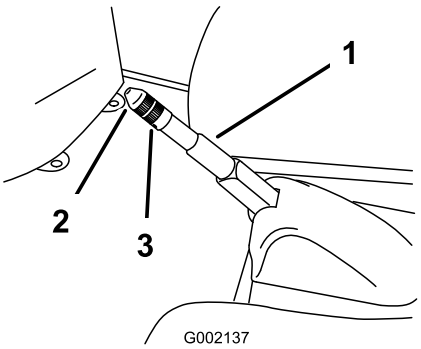

Figur 51
2. Løsn sætskruen, der fastgør skruen til parkeringsbremsehåndtaget (Figur 51).